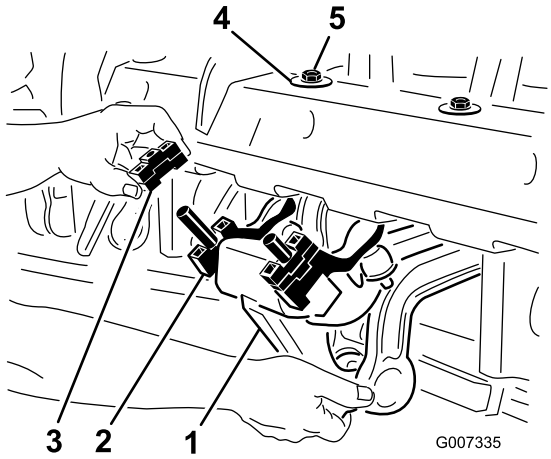

Figur 22
1. Ta bort de två låsmuttrar på 1/2 tum som låser fast Rotalink-systemet på undersidan av luftarhuvudets ram (Figur 22).
2. Sänk ner motviktssystemet så att distansbrickorna syns (Figur 22).
4. Montera tillbaka motviktssystemet på luftarhuvudets ram. Kontrollera att D-brickan sitter mot luftarhuvudet i enlighet med Figur 22 Lås fast de två (2) låsmuttrarna.